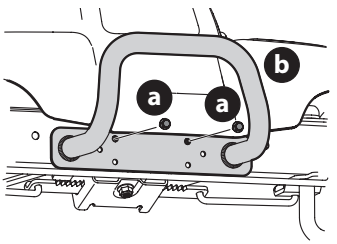

Figure 10
1. Retirez les deux boulons (a) à l'avant et au centre de l'essieu avant (Figure 10).
2. Positionnez le pare-chocs sur les trous de montage et attachez-le avec la quincaillerie retirée à l'étape précédente (Figure 10).